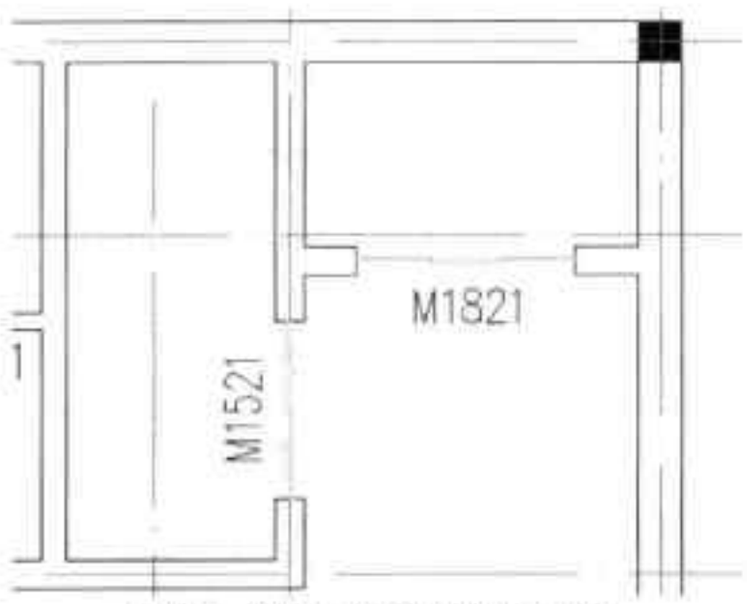

图16-148 绘制推拉门图块
Step31 按照同样的操作方法，完成室内推拉门图块的绘制，结果如图 16-148 所示。